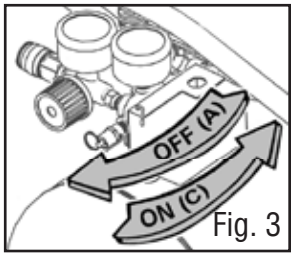

Fig. 3
1. Turn the pressure switch to the OFF position (A). (Fig. 3)